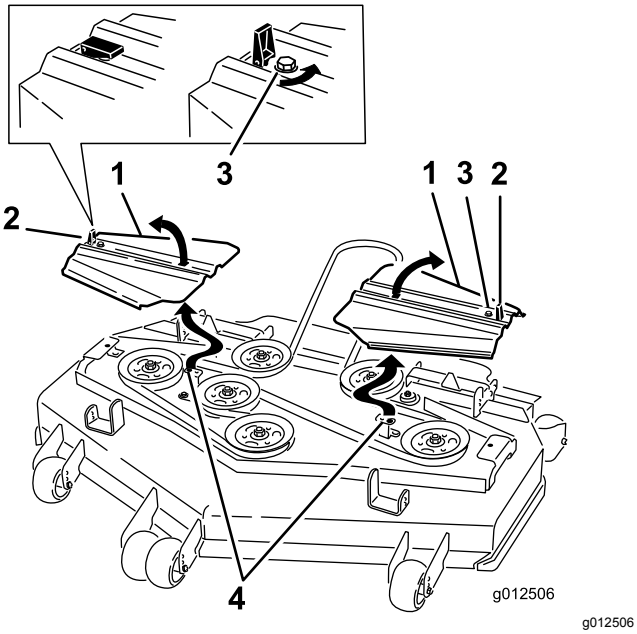

Figur 91
14. Monter remdekslene med tappene i slissene. Monter skruene og fest låsene (Figur 91).